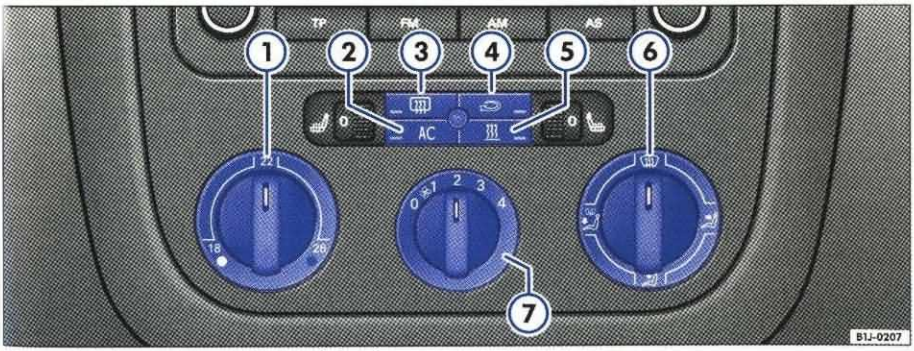

Rys. 100 W konsoli środkowej: elementy obsługi układu klimatyzacji Climatic ▶
– Nacisnąć przycisk ⊖ ⇒ strona 113, rys. 100 ④, aby włączyć lub wyłączyć zamknięty obieg powietrza. Obieg jest włączony, kiedy w przycisku świeci się lampka kontrolna.